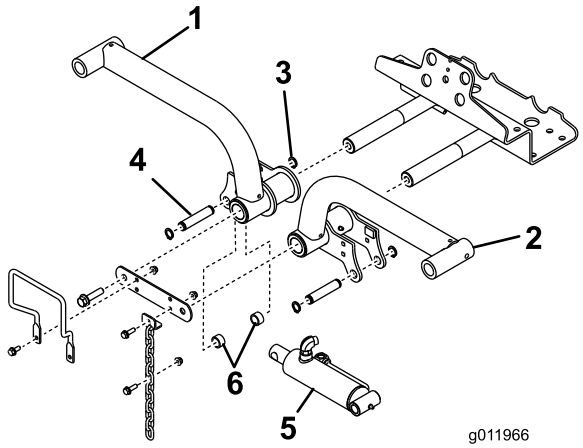

Figura 15
4. Introduzca los brazos de elevación en los ejes pivotantes de los brazos de elevación (Figura 15), y sujete cada uno con una pletina de unión y los pernos que retiró anteriormente.
6. Sujete el extremo derecho del cilindro de elevación al brazo de elevación derecho con un pasador y 2 espaciadores ((Figura 15),). Sujételo con un anillo de retención.